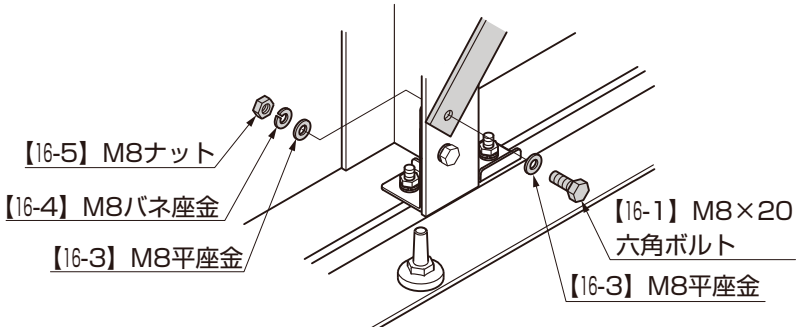

図4-2　B部取付け詳細図
①斜材A下側をサポートレッグ取付金具に【16-1】、【16-3】、【16-4】、【16-5】で取付けてください。（図4-2参照）